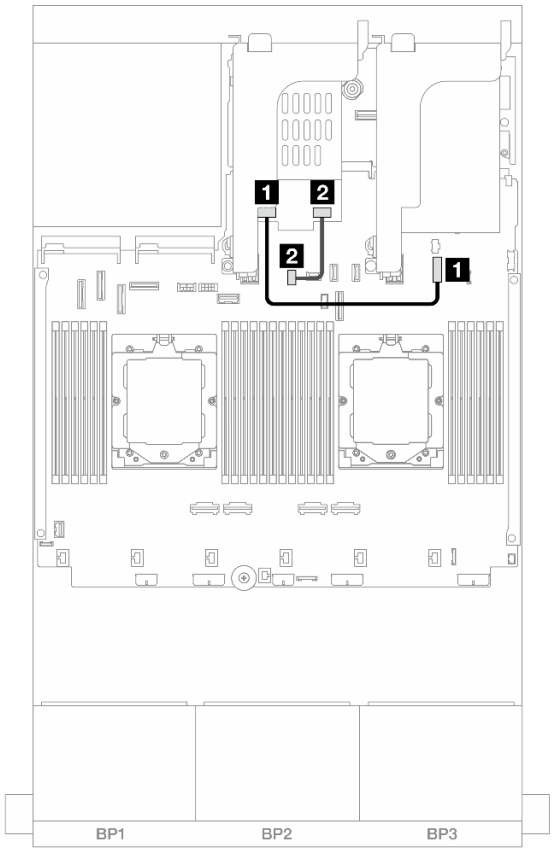

Рис. 323. Прокладка кабелей NVMe
- Рис. 323 «Прокладка кабелей NVMe» на странице 399